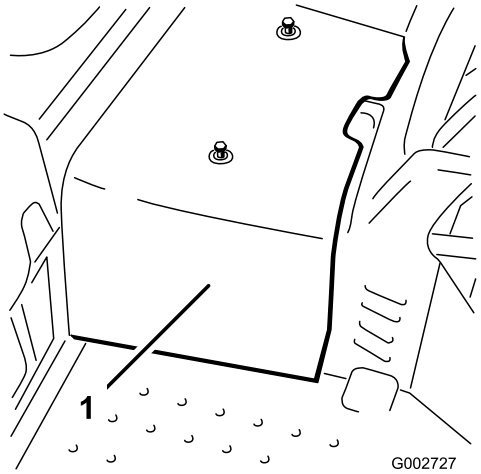

Figur 32
2. Ta bort de två skruvarna som fäster mittskyddet vid maskinen och ta bort skyddet (Figur 32).